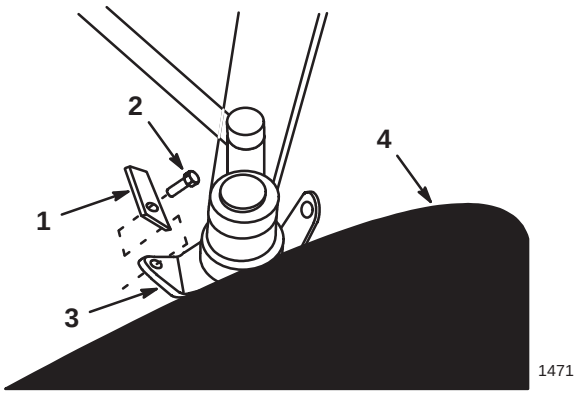

Figure 11
1. Install the steering spindle stops in front of the rear tabs on the front wheel spindles (Fig. 11). Align so that the stops contact the axle during tight turns and prevent the wheels from contacting the blade frame. Secure with 5/16 x 3/4” (19 mm) self tapping bolts (Fig. 11).